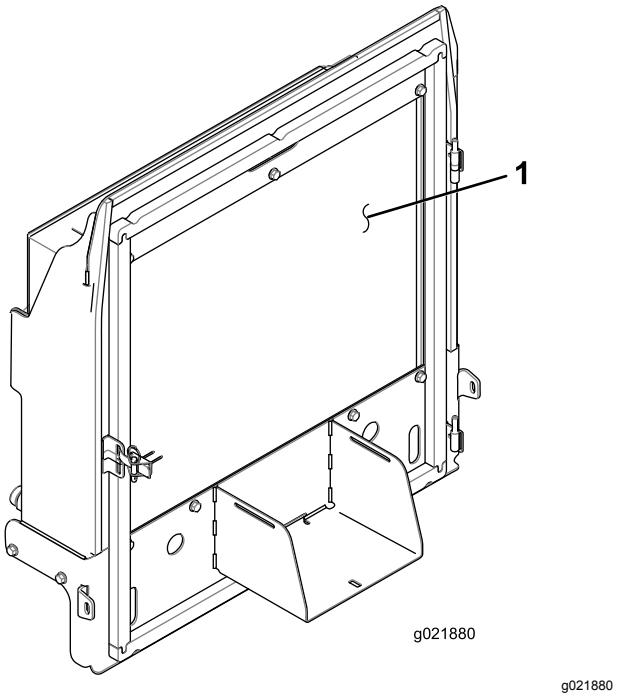

Figur 83
4. Rengör noga på båda sidor om kylaren/oljekylaren med tryckluft (Figur 83).